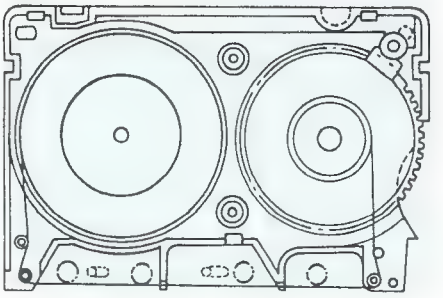

**Bild 2: Innerer Aufbau der Video-Compact-Cassette (VHS-C-Cassette)**
Das Besondere an der VideoMovie ist, daß es den Entwicklern gelang, einen kompletten Mini-Videorecorder und eine hochwertige Farbkamera zu einer äußerst mobilen Aufnahmeeinheit mit sofortiger Aufnahmekontrolle zu kombinieren und dabei noch die einfache Handhabung einer Schmalfilmkamera zu bieten. Die Abmessungen betragen 176 (B) × 136 (H) × 340 (T) mm inklusive Sucher, Gegenlichtblende und Akku. Die VideoMovie arbeitet im VHS-C-System mit einer Spieldauer von 30 min. Die gegenüber der Standardcassette um zwei Drittel kleinere Compaktcassette kann im Adapter in jedem normalen VHS-Recorder zum Abspielen und Aufnehmen verwendet werden. Das **Bild 2** verdeutlicht den inneren Aufbau einer VHS-C-Cassette. Der Abwickelteller wird in herkömmlicher Weise, der Aufwikkelteller durch ein Zahnrad angetrieben. Demnach arbeitet auch die VideoMovie nur mit einem Abwickelteller, während der Aufwickelteller über ein Zahnrad direkt vom Capstan-Motor angetrieben wird.